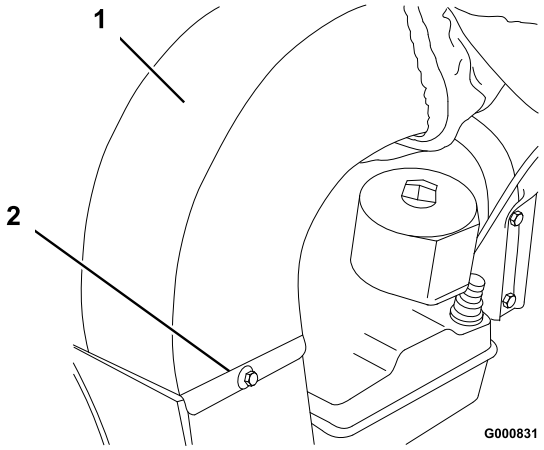

Figur 8
1. Monter udblæsningsslisken, og fastgør den med en bolt (1/4 x 1/2 tomme), og en låseskive (1/4 tomme) (Figur 8).